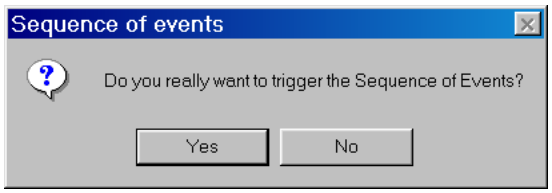

Figure 2-13 Sequence of Events Trigger Confirmation Dialog Screen
2. Select **Setup/Sequence of Events/ Trigger** from the TapTalk toolbar. TapTalk will display a Sequence of Events Trigger confirmation dialog screen (Figure 2-13).